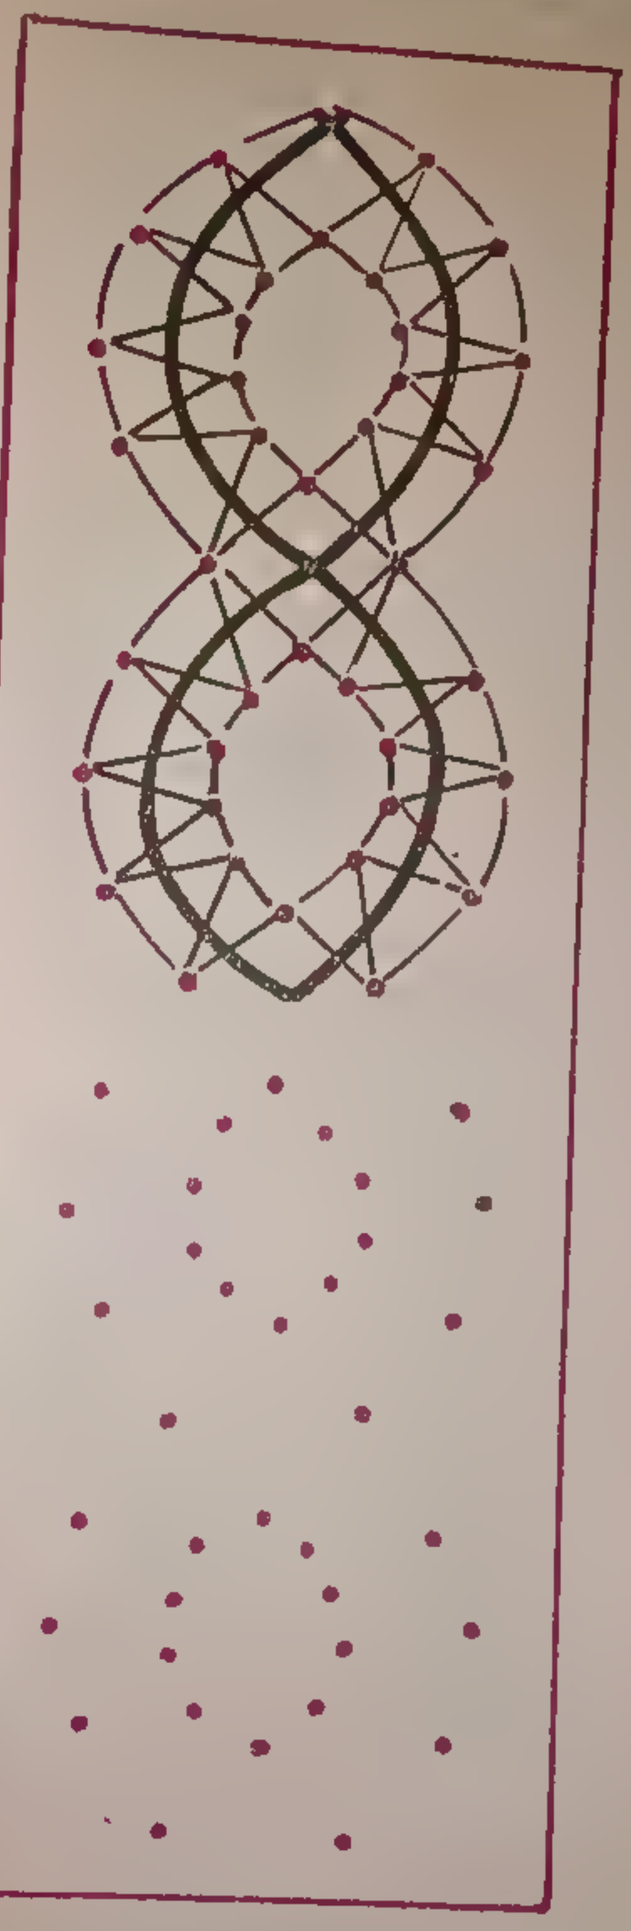

Рис. 79
Сколок. Строим на линии радиусом 1,5 см окружности, соприкасающиеся друг с другом. Строим из тех же центров внутренние окружности радиусом 0,75 см, соединяем окружности касательными так, чтобы образовалась фигура в виде восьмерки. Строим точки наколка по внешним радиусам полотнянок через 0,75 см друг от друга (3) и соответственно им в шахматном порядке, строим точки наколов внутренних сторон фестона (4) (рис. 79).